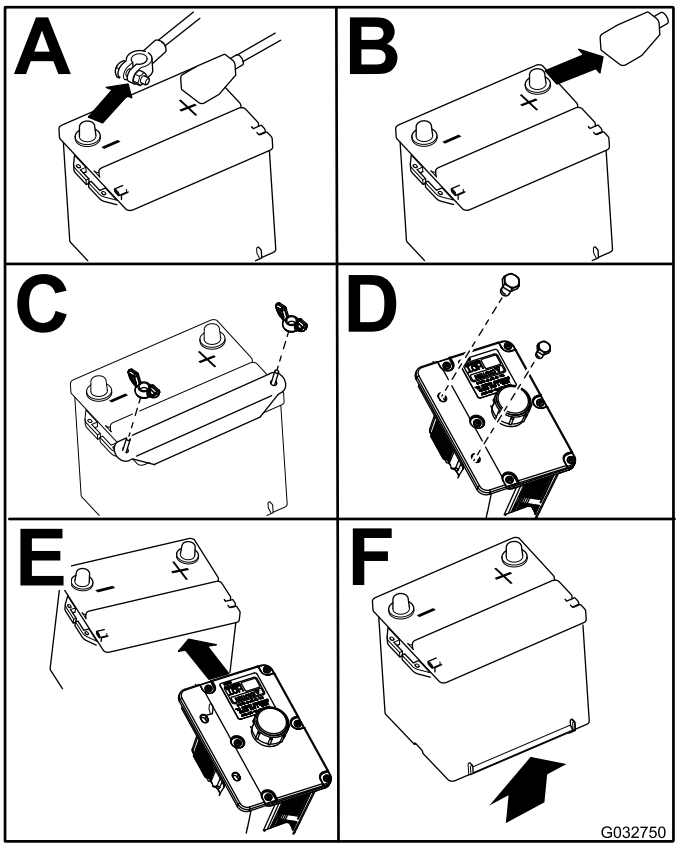

Rysunek 53
4. Wymontuj akumulator zgodnie z Rysunek 53.